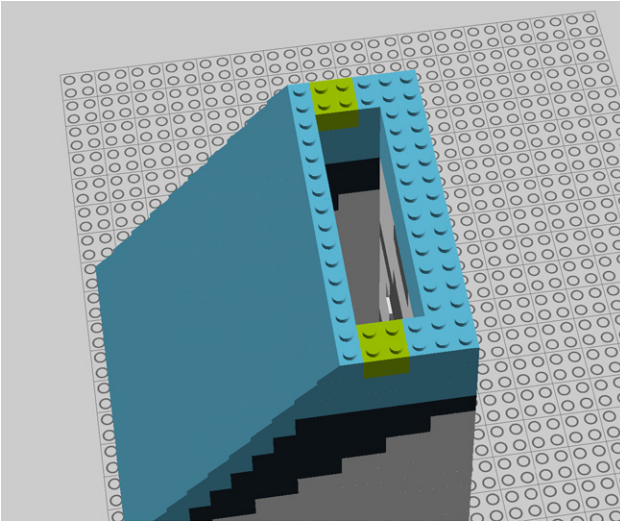

Figure 9-71. *Step 66: Completing the layer with two 2x2 translucent bricks*
66. Add two 2x2 translucent bricks (Figure 9-71).